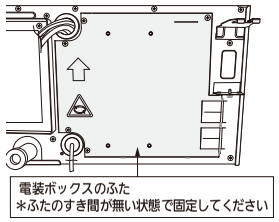

図18
- 別売品の配線を電装ボックスへ引き込む際、配線が重なるとふたを締めた後すき間が出来るので重ねないようにしてください。（図18）